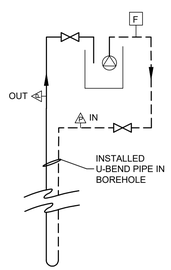

FIGURE 1: U-BEND FLOW PRESSURE DROP AND HYDROSTATIC TEST SETUP
- 3.1. REFER TO FIGURE 1 BELOW FOR THE TEST SETUP.